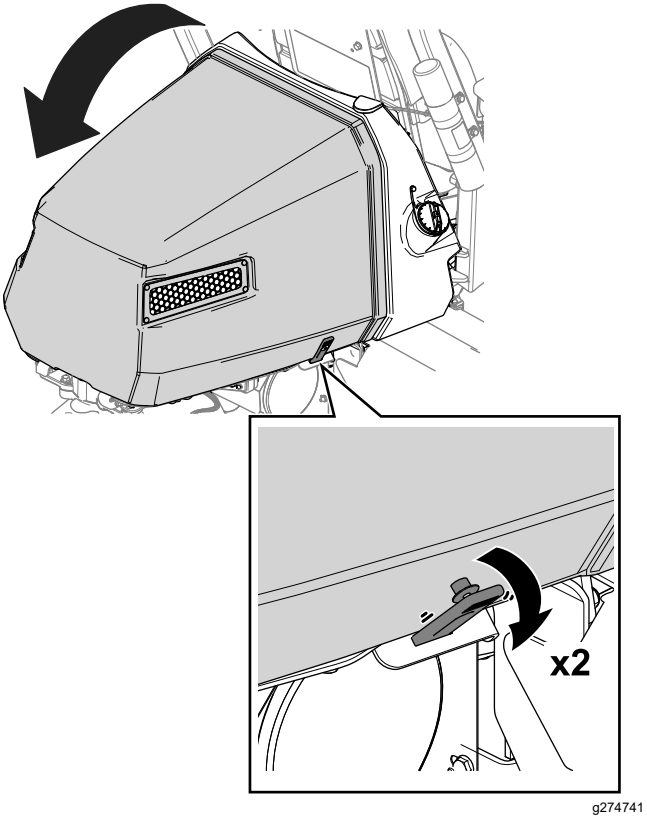

Figura 40
1. Abra los cierres en cada lado del capó (Figura 40).
2. Levante el capó (Figura 40).